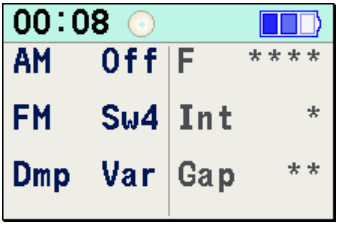

Abb.27
- Swing 1 kombinierter Modulationsmodus (**FM Sw1**). Der Modus wird durch einen tiefen Piepton angezeigt. Gleichzeitig setzt **das Gerät die folgenden Parameter zwangsweise: Dmp, Int, Gap, F.** Nachdem Sie den **Sw1**-Modus aktiviert haben, können Sie die Einstellungen des **Dmp**-Parameters ändern. Die Einstellungen, die nicht geändert werden können, sind auf dem Bildschirm mit einem Stern markiert (Abb.27);